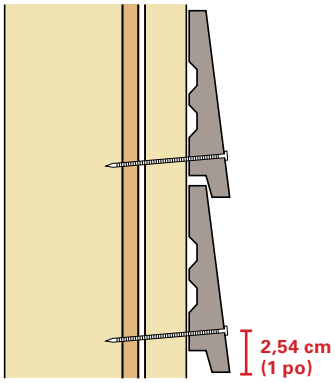

Fig. 14
- Clou à 2,54 cm (1 po) de la base (bord long) de la planche. *(Voir la figure 14)*